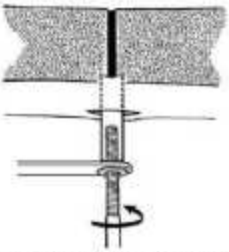

Figura 11: Inserción del tornillo.
10. Inserte el tornillo seleccionado en la guía del tornillo y gire el tornillo autorroscante con la llave en T (Figura 11). Se requiere una fuerza mínima al principio y cuando se engancha la primera cortical, el tornillo se puede apretar con poco esfuerzo. Si se encuentra una resistencia excesiva en cualquier etapa, es posible que el tornillo no siga exactamente su trayectoria pretaladrada o que el hueso sea inusualmente duro o grueso. En tales circunstancias, el tornillo debe retirarse con la llave en T, irrigarse con solución salina y reinsertarse a lo largo del camino correcto. Se siente un aumento en la resistencia a medida que el tornillo penetra la segunda corteza en el hueso cortical normal. Al insertar tornillos en hueso esponjoso o hueso de baja calidad, este cambio en la resistencia no se siente y se debe usar un intensificador de imagen en estas circunstancias para verificar que se haya penetrado la segunda corteza.